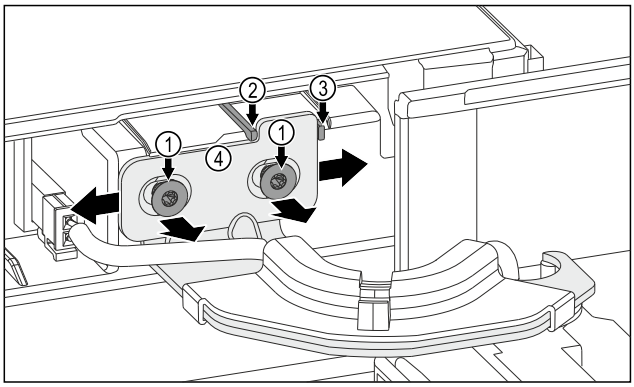

Fig. 8
▶ Loosen both screws *Fig. 8 (1)*.
▶ Slide the door to the right: Remove the safety knob *Fig. 8 (3)*.
▶ Slide the door to the left: Remove the safety knob *Fig. 8 (2)*.
▶ The door's end position is reached: Tighten both screws *Fig. 8 (1)*.